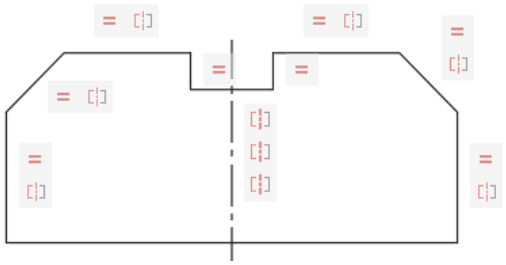

Figure 1-12 *Sketch with symmetric constraints*
13. Similarly, apply the symmetric constraints between the two inclined lines and then between the two small horizontal lines. The three symmetric constraints are applied as shown in Figure 1-12.